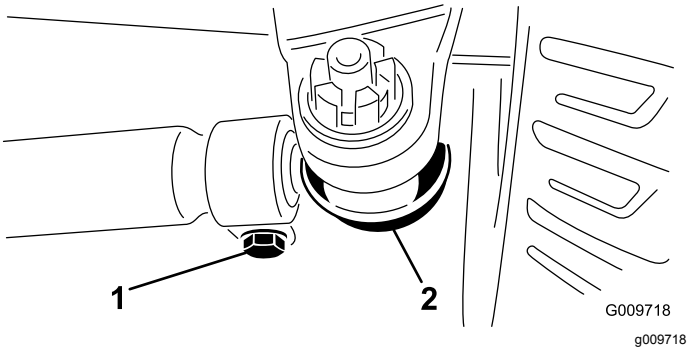

Figur 89
2. Fjern splinten og mutteren fra begge kuleleddene til parallellstaget når du vil justere (Figur 89). Fjern parallellstagets kuleledd fra støtten til akselkassen.
3. Løsne klemmene på begge sider av parallellstagene (Figur 89).